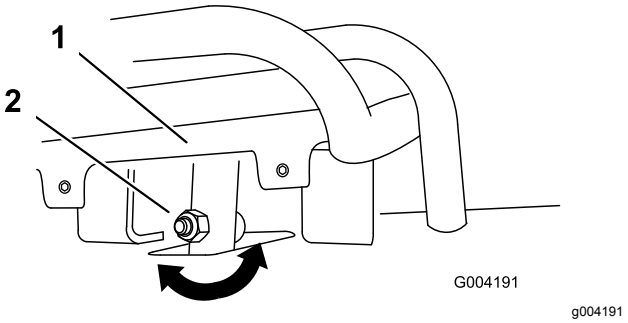
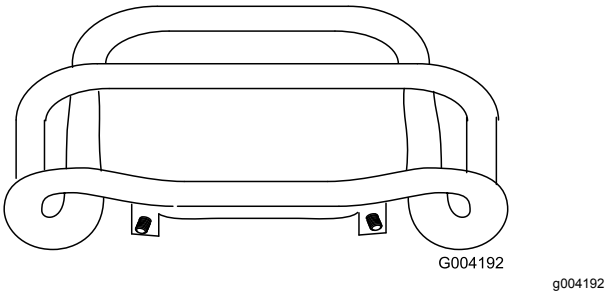

Figur 54
Figur 55
4. Om drivreglagets främre del inte ligger tätt intill och i rät vinkel mot referensstaven lossar du flänsmuttern och skruven på drivreglagets skaft (Figur 54).
5. Justera drivreglaget så att det ligger tätt intill referensstaven när det dras rakt bakåt (Figur 54 och Figur 55).